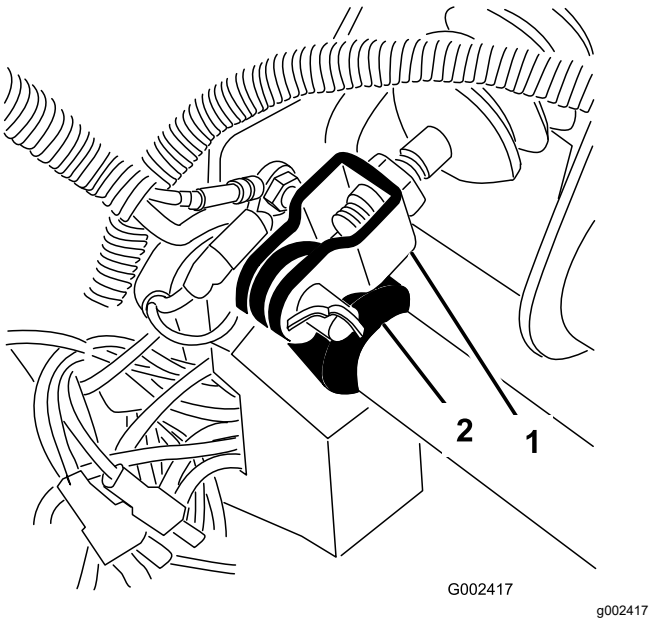

Bild 60
1. Nehmen Sie den Splint und Lastösenbolzen ab, mit denen das Hauptzylinderjoch am Bremspedalgelenk befestigt ist (Bild 60).